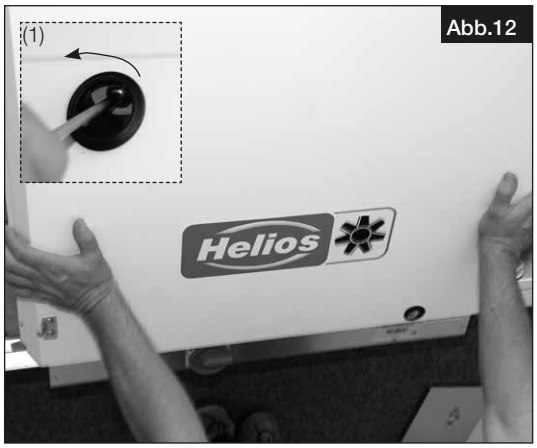

Abb.12
1. Schrauben (1) des Gerätedeckels öffnen, Deckel dabei abstützen und diesen nach unten abnehmen (Abb.12)